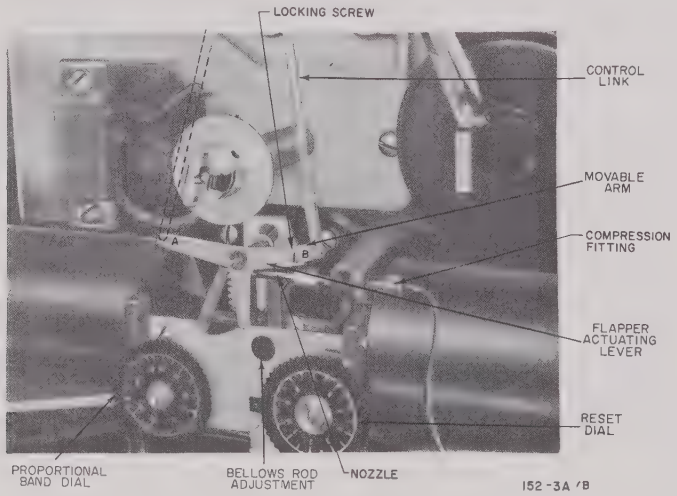

Figure 1. AIR-O-LINE Control Unit on Circular Chart Recorder
(4) Refer to figure 1. Visually check flapper alignment. To facilitate checking, remove flapper actuating lever after removing cotter. If flapper is twisted or bent, replace it. If flapper does not appear to be at right angles to nozzle, loosen compression fitting and screw nozzle in or out until flapper is square with nozzle. Hold nozzle in position and tighten compression fitting.
(5) Hold flapper away from nozzle; controlled air pressure should drop to 1 psi or less. Seal nozzle port with finger; controlled air pressure should rise to 19 psi or higher. If not, recheck nozzle connections for leakage, if nozzle was adjusted in step (4).